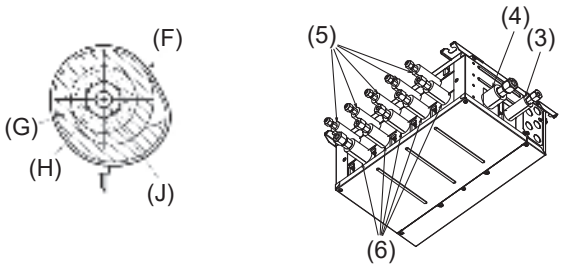
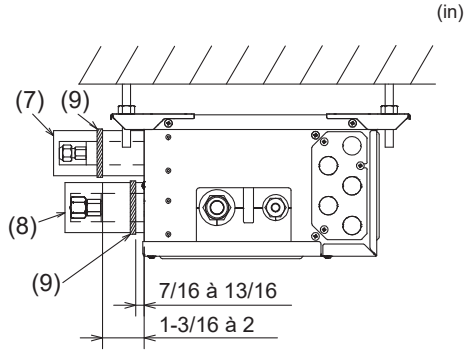

Fig. 7-3
Fig. 7-4
- Isolez les tuyaux de liquide et de gaz du Boîtier de dérivation en appliquant de la mousse polyéthylène résistante à la chaleur tout autour. (Fig. 7-3) Sinon, il pourrait en résulter des blessures lors du raccordement des tuyaux ou des fuites d'eau en raison de la condensation sur ces derniers. Tout raccordement incorrect engendre un dysfonctionnement.
5) Appuyez les cache-tuyaux (3) et (5) sur les tuyaux de liquide contre l'appareil et enroulez-les pour les maintenir en place. (Fig. 7-3)
6) Appuyez les cache-tuyaux (4) et (6) sur les tuyaux de gaz contre l'appareil et enroulez-les pour les maintenir en place. (Fig. 7-3)
7) Fixez les sangles fournies (9) à 7/16-13/16 in (10 à 20 mm) de chaque extrémité des cache-tuyaux ((3)(4)(5)(6)).
8) Si l'appareil intérieur n'est pas raccordé, raccordez les cache-tuyaux (avec les bouchons, (7) et (8)) sur les branchements des tuyaux de réfrigérant du Boîtier de dérivation contre l'appareil afin d'éviter un écoulement de condensation des tuyaux. (Fig. 7-4)
9) Fixez les cache-tuyaux ((7)(8)) à l'aide des sangles fournies (9).
7.2. Gestion des orifices de raccordements qui ne sont pas raccordés à l'appareil extérieur (Fig. 7-4)